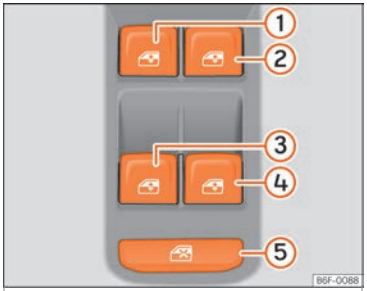

Fig. 98 Détail de la porte du conducteur : commandes des fenêtres.
La commande de sécurité ››› fig. 98 (5) située sur la porte du conducteur vous permet de désactiver les touches des lève-glaces sur les portes arrière. »